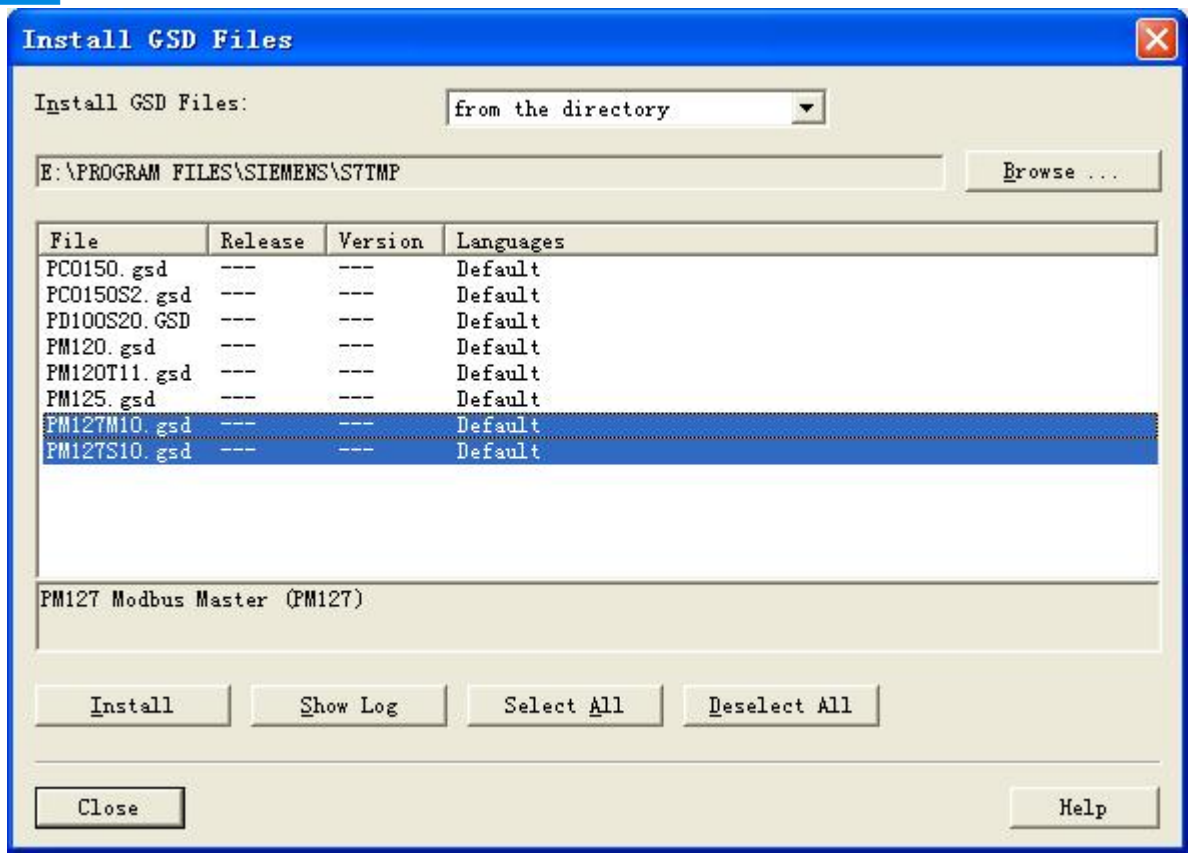

图 7
2. 弹出如图 7 所示窗口，选择 PM126M10.gsd 或者 PM-126S10.gsd，点击“Install”，注册完后，单击“Close”，关闭注册窗口。